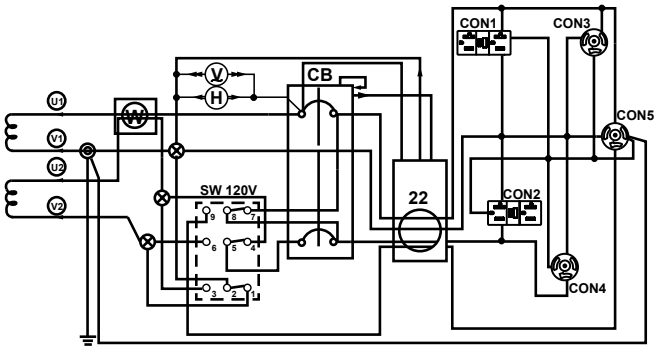
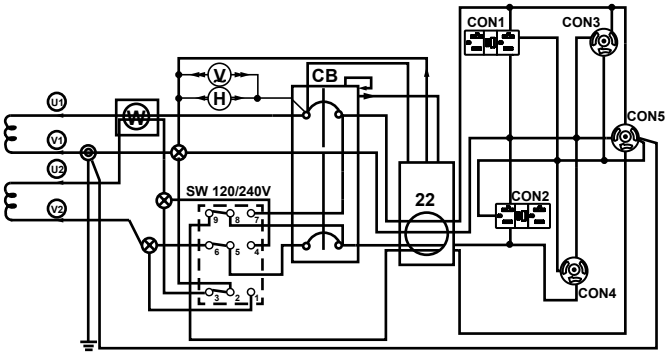

Figure 10. 120V Full Power Switch Simplified Diagram (Up Position)
Figure 11. 240/120V Full Power Switch Simplified Diagram (Down Position)
15. **Full Power Switch –** The generator is provided with a full power switch. Figure 10 and Figure 11 show simplified wiring diagrams of the dual voltage system.